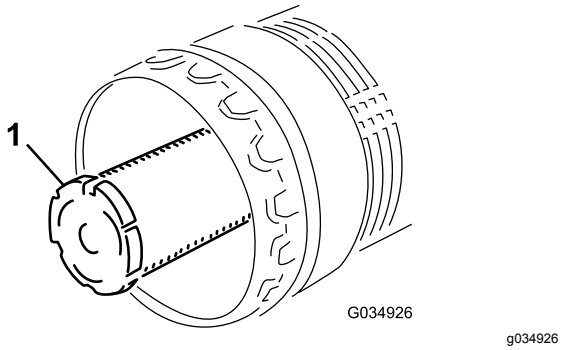

**Figur 98**
**Bemærk:** Udskift det sekundære filterelement ved hvert 3. filtereftersyn (Figur 98).